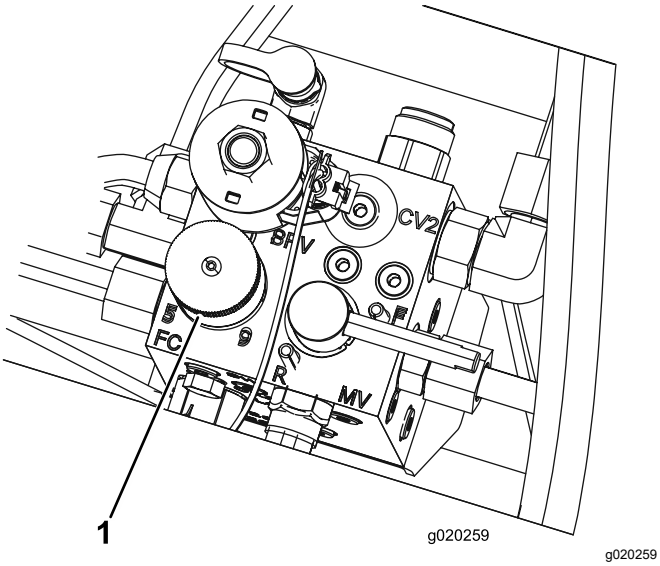

Figur 37
4. Ställ in cylinderhastigheten genom att vrida reglaget (Figur 37) tills indikatorpilen ligger i linje med det nummer som markerar önskad inställning.